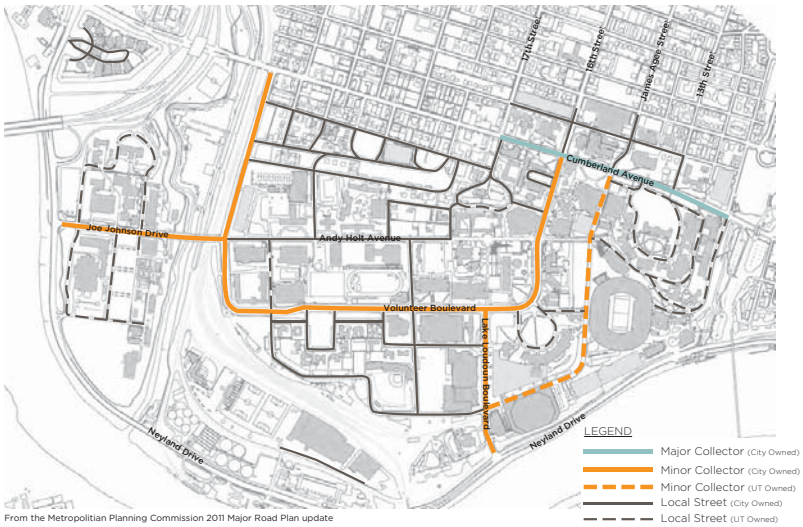

Figure 5: Campus Street Classifications
- Locate light fixtures, both roadway and pedestrian-scaled, to provide an adequate and consistent lighting level along the streetscape. Two light fixtures have been identified for campus streets based on street classification. *See 3.2 DECORATIVE STREET LIGHTS and 3.3 ROADWAY LIGHTS in the SITE STANDARDS. See Figure 5 here and in APPENDIX A for a plan of campus street classification.*